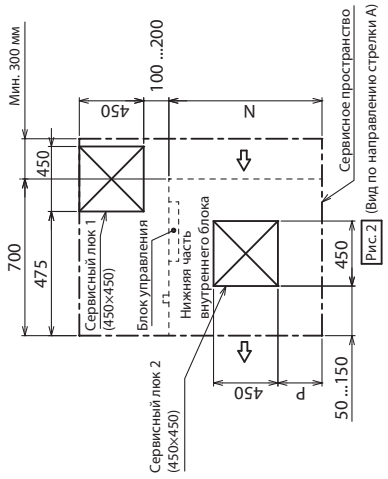

Рис. 2 (Вид по направлению стрелки A)
- оборудуйте сервисные люки 1 и 2 (450 × 450 мм каждый), как показано на Рис. 2.